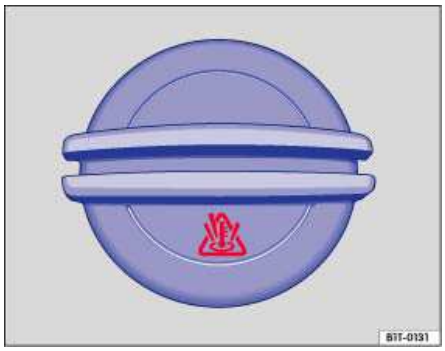

Fig. 156 Coolant expansion tank cap in the engine compartment.
- There is a symbol on the cap of the engine coolant expansion tank ⇒ fig. 156.